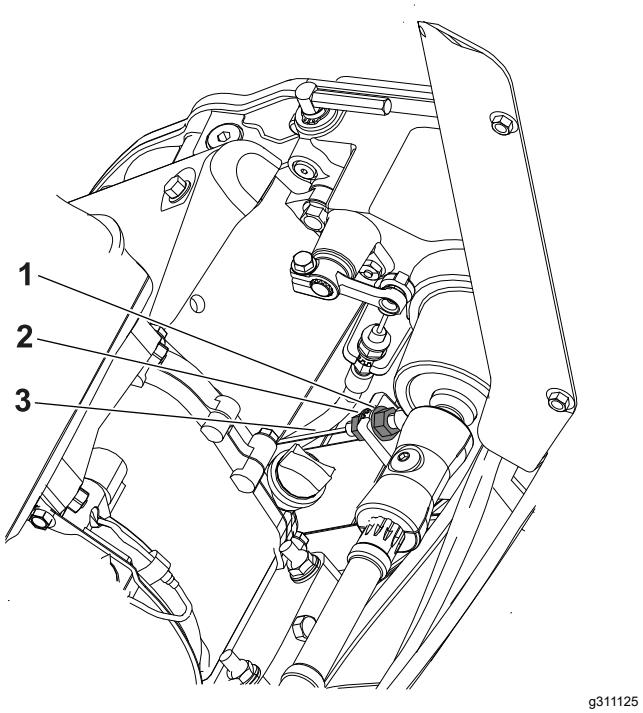

Figuur 34
2. Maak de achterste contramoer los en draai de voorste contramoer vast (Figuur 34).